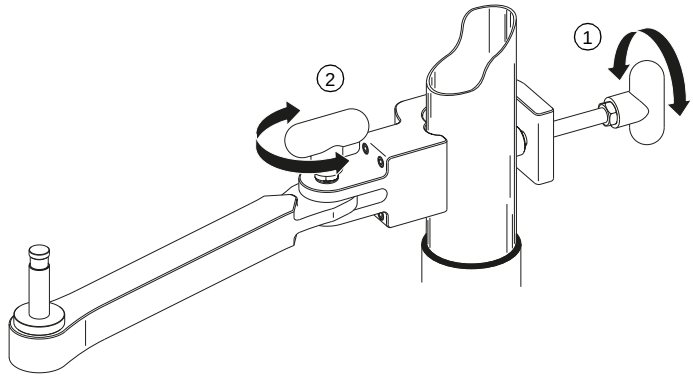

Abbildung 3-3. Anbringen des Trägerarms am Ständer
1. Bringen Sie den Trägerarm am Ständer an und sichern Sie ihn durch Anziehen der Klemmschraube (siehe Abbildung 3-3).
2. Winkeln Sie den Trägerarm wie gewünscht an und sichern Sie ihn durch Anziehen der Klemmschraube (siehe Abbildung 3-3).